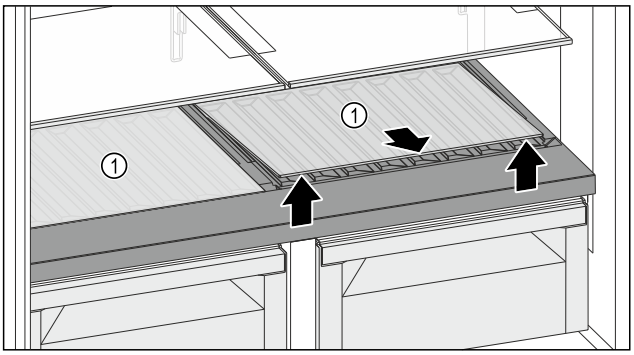

Fig. 132
- ▶ Jednu skleněnou desku nebo obě skleněné desky *Fig. 132 (1)* zvedněte za vybrání vpředu a vyjměte je.
- ▶ Skleněnou desku(desky) *Fig. 132 (1)* uložte bezpečně mimo spotřebič.